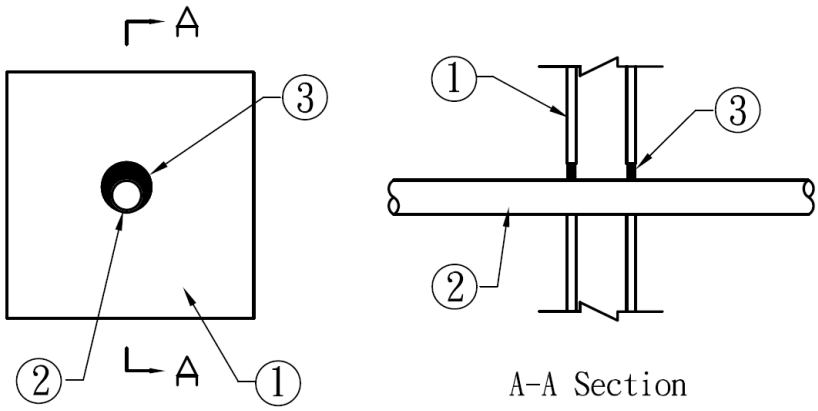

Figure 1. Through Penetration Firestop System
1. **SUPPORTING CONSTRUCTION:** Refer to Figure 1. Opening size shall be 1-1/8 in. larger than the OD of the penetrating pipe. Create a round through-opening in a symmetrical, Code-conforming, 1 hour fire-rated wall assembly consisting of the min. construction features of one of the following options: